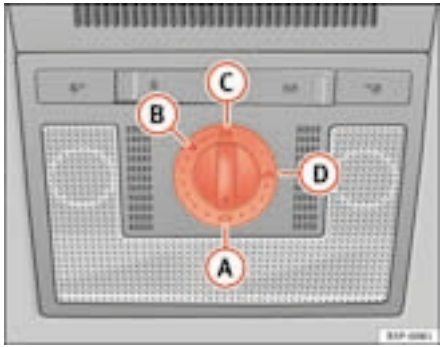

Fig. 70 Roof interior lining: closing the sliding/tilting sunroof
If the sliding/tilting roof has been opened again by the roll-back function, it can be closed only by pressing the rotary button at the front in position (A) ⇒ fig. 70 until the sliding/tilting roof has closed fully. **Please note that the sunroof will now close without the roll-back function.**